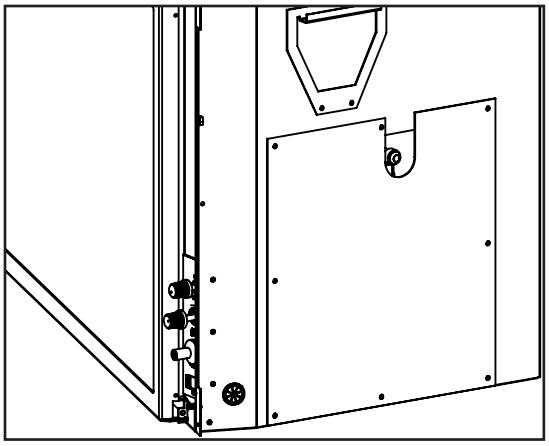

Figure 25: Gas Connection Location.
• A ⅜" 45° flare and flex connector are supplied with the unit (see Figures 25 and 26). Consult the local authorities for local codes or use the CAN/CGA B149 (1 or 2) installation code in Canada. In the US, gas installations follow either local codes or the current edition of the National Fuel Gas Code ANSI Z223.1.